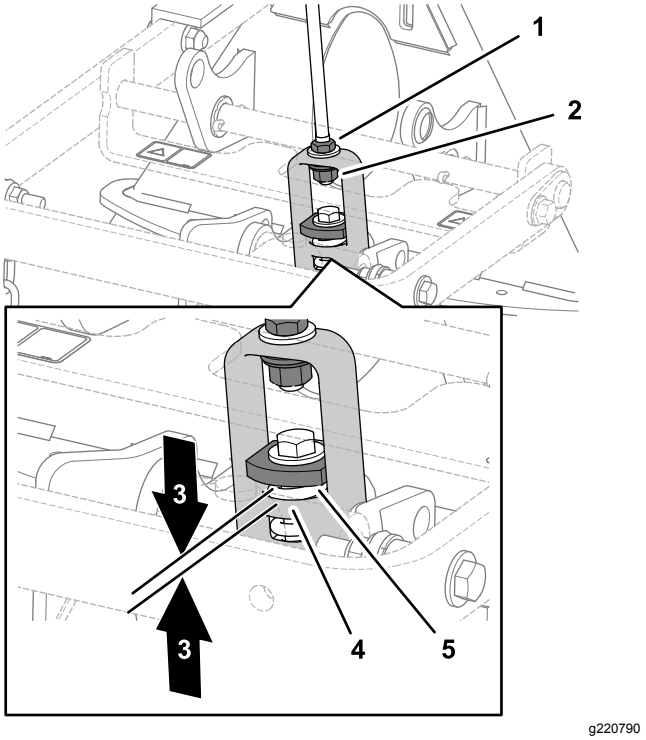

Figur 11
9. Mål afstanden mellem den øverste spændeskive og afstandsbøsningen i forbindelsesledenheden på redskabsadapteren som vist i Figur 11, når riven er monteret og fastgjort på traktionsenheden.